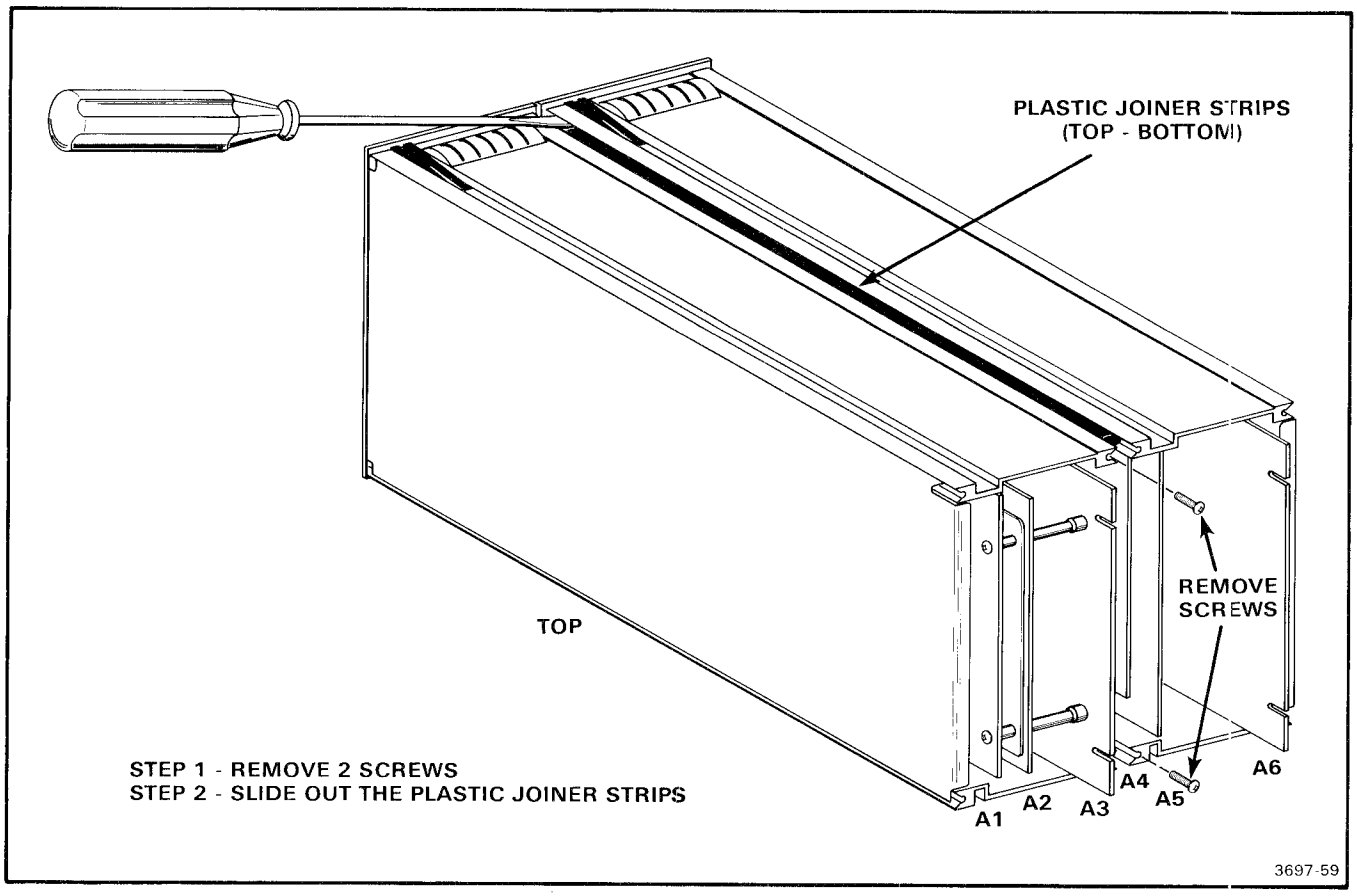

Figure 4-17. Separating the frame sections.
Refer to Figure 4-17 for location of parts mentioned in the following removal and installation procedures.
2. Separate the 2 plug-in halves. Refer to Figure 4-17.
1. Separate the 2 halves of the plug-in. Refer back to Figure 4-17.
3. Join the 2 plug-in halves. Refer back to Figure 4-17.